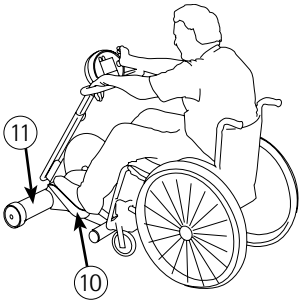

Bild 19
Tryck i stand-by-läge (bildskärm svart, grönt LED-ljus lyser stadigt) på den lilla och långa knappen (7) »Insättningshjälp« (7). Genom att »hålla intryckt« knappen (6) »pedal fram« eller (5) »pedal bak« kan du ändra fotstöden (10) (Bild 19) så att dina ben kan läggas in enkelt och bekvämt i respektive undre pedalställningar. Sätt nu fast fötterna och benen med hjälp av kardborrebanden eller med den *självjusterbara fothållare (best. nr. 506 eller. 598)*.